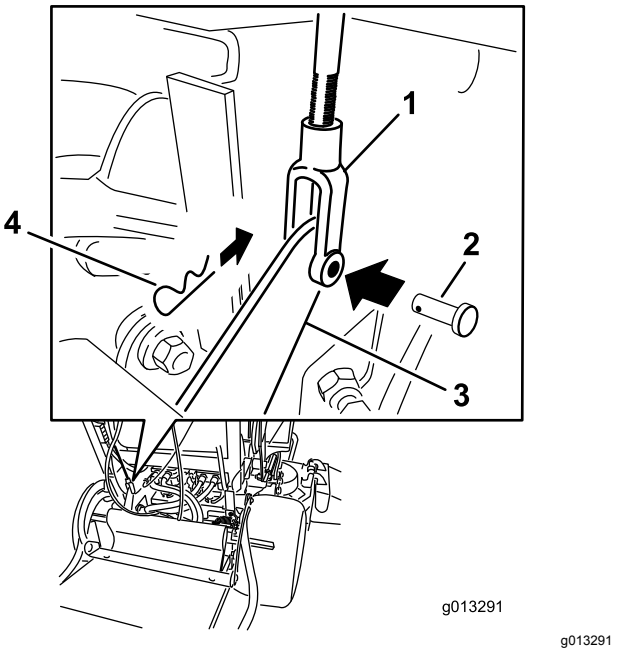

Figur 62
4. Justera bromsen genom att ta bort sprintbulten och hårnålssprinten från den nedre bromsspaken och oket (Figur 62).
7. Fäst oket vid den nedre bromsspaken med hjälp av sprintbulten och hårnålssprinten (Figur 62).